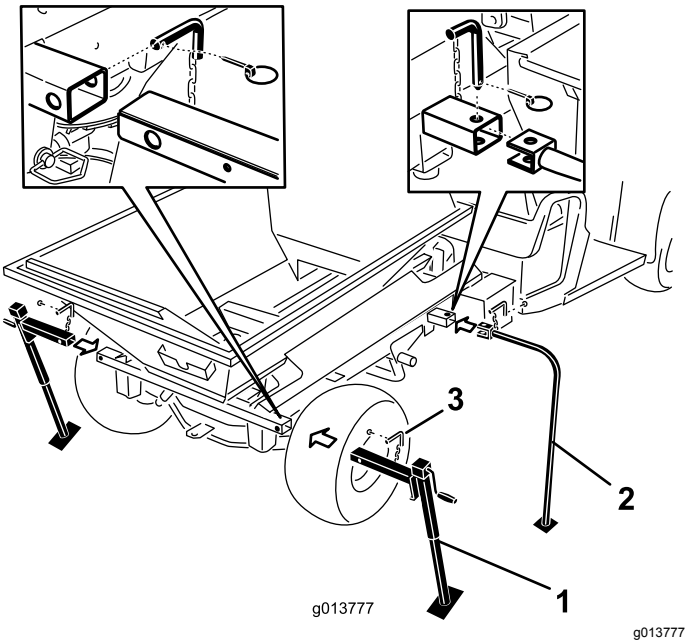

Figur 49
7. Indsæt de forreste støtteben og de bageste donkrafte i rørene på maskinen og fastgør dem med låsepindene (Figur 49).